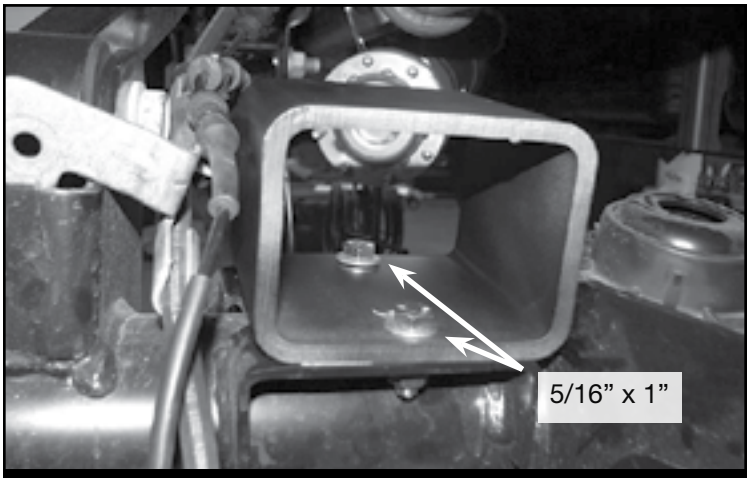

FIGURE 32 - STEP 33
33. Install the FT50724 (Rear bumpstop spacer) using the supplied 5/16” x 1” hardware. Torque to 25 ft-lbs **SEE FIGURE 32.**